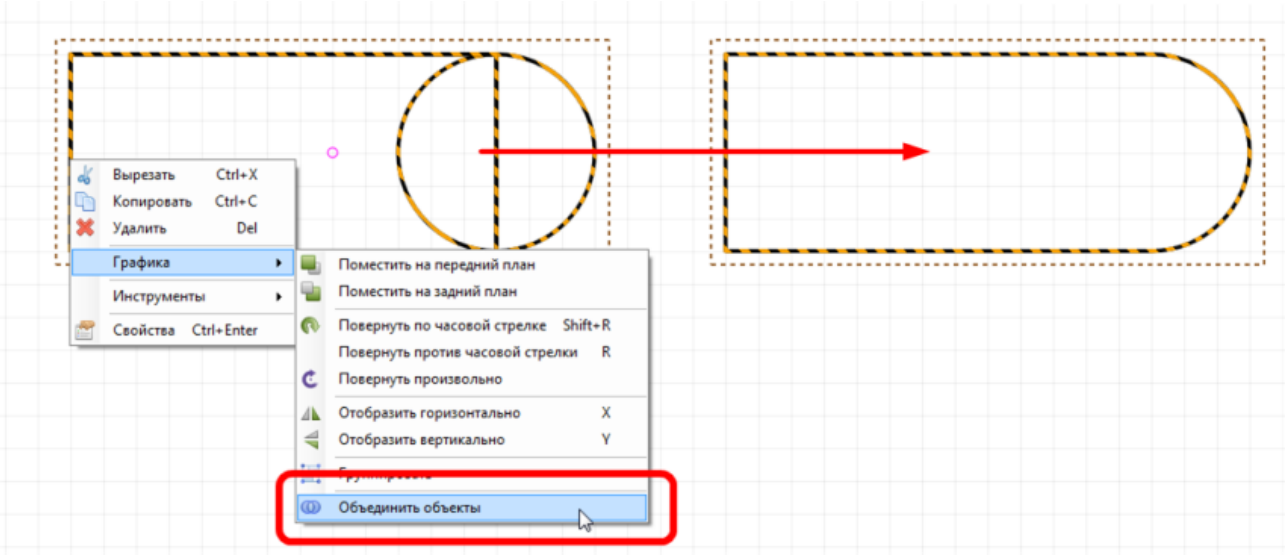

Рис. 57. Объединение объектов
2. Вызвать контекстное меню и выбрать пункт «Объединить объекты» в разделе «Графика», см. Рис. 57. Также можно воспользоваться панелью инструментов «Графика».